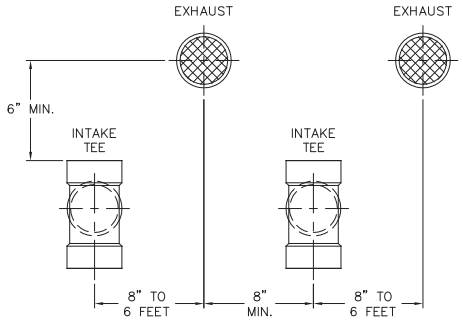

Figure 3.1: Vent Pipe Spacing for Multiple *PureFire*® Boilers
d. For multiple boiler installations, the minimum horizontal distance between the inlet of one boiler to the exhaust of an adjacent boiler is 8" center-to-center. In addition, the minimum vertical distance between the exhaust and air inlet is 6". See Figure 3.1 for an illustration.